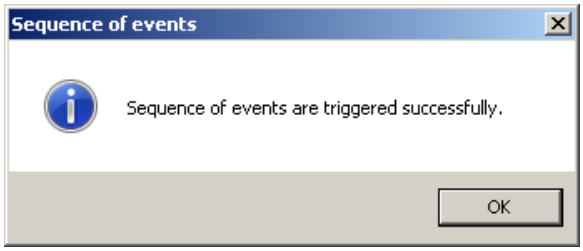

Figure 2-14 Sequence of Events Recorder Successfully Triggered Confirmation Dialog Screen
3. Select **Yes**. TapTalk will display a "Sequence of Events was triggered successfully" confirmation screen (Figure 2-14).